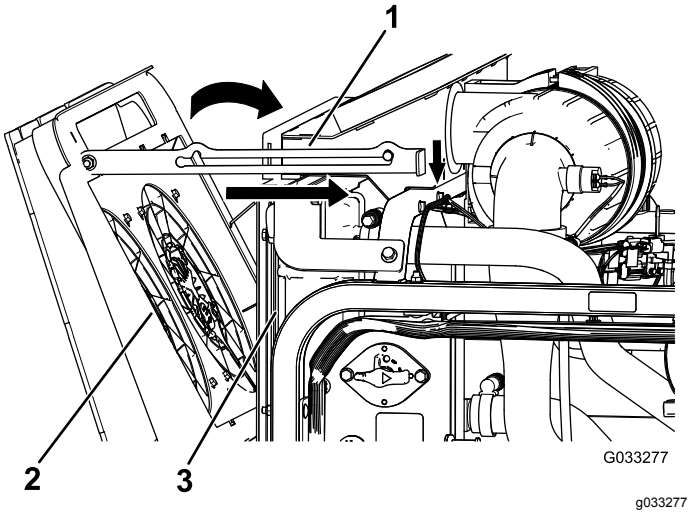

**Figur 121**
4. Rikta motorns kylfläktar framåt och fäst stöttan i skåran (Figur 121).